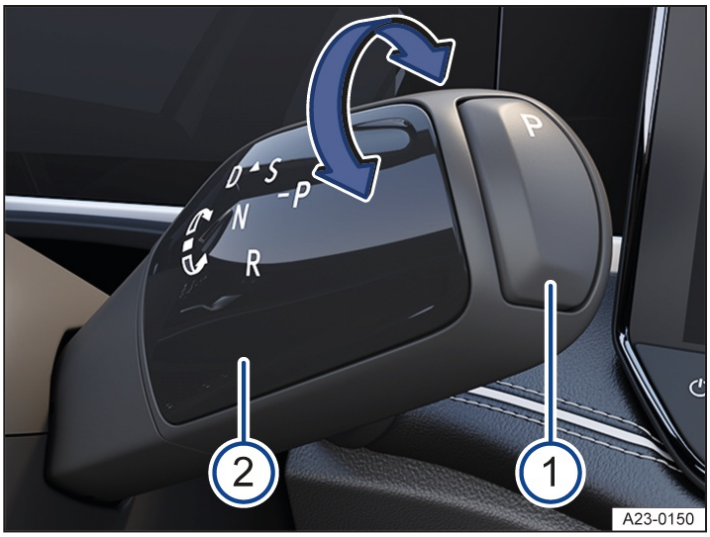

Fig. 1 On the right side of the steering column: Selector lever for the automatic transmission.
3. Turn the selector lever in the desired direction → *fig. 1* (2).